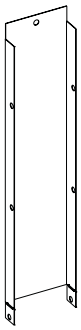

Figure 37
1. Locate the three steel middle standoff under the burner cover. **See Figure 37.**